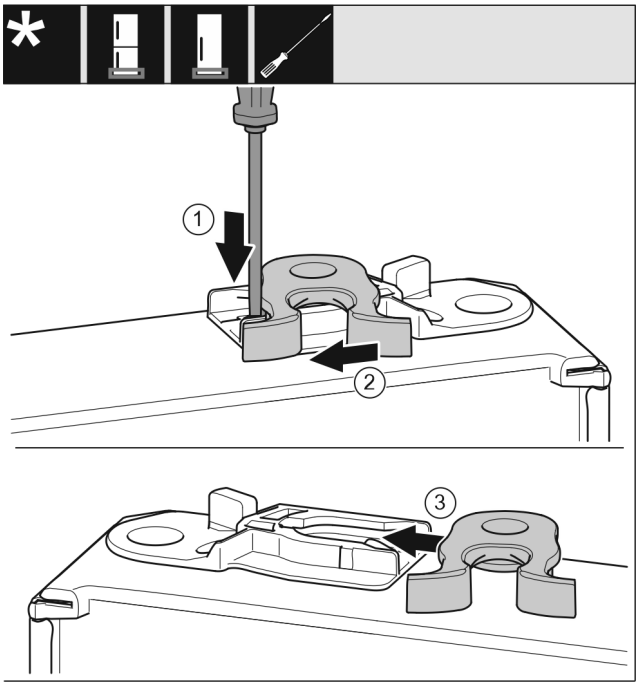

Fig. 20
- ▶ Pousser la languette *Fig. 20 (1)* vers le bas avec un tournevis plat.
- ▶ Retirer la gâche *Fig. 20 (2)* du guide.
- ▶ Pousser la gâche *Fig. 20 (3)* de l'autre côté dans le guide.